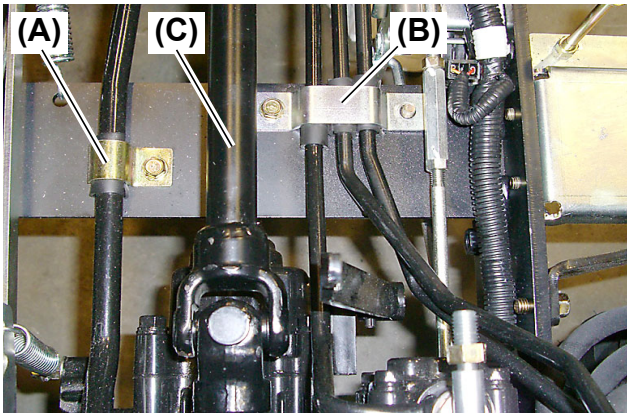

Fig. 2
3. Remove the two (2) pipe clamps **(Fig. 2, (A), (B))** (See page 5-36 (5)).
4. Pull out the main drive shaft forward **(Fig. 2, (C))**.